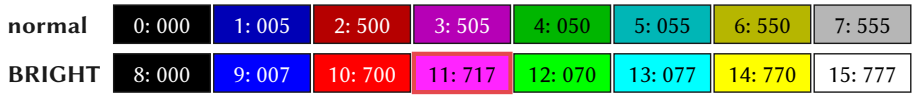

Figure 11.6: The default ULA palette: red, green, blue levels (ringed: bright magenta)
- The **ULA palettes** get the Spectrum's colours (Figure 11.6). The same 16 colours repeat in every block of 16 entries, so PAPER has the same colours as INK.